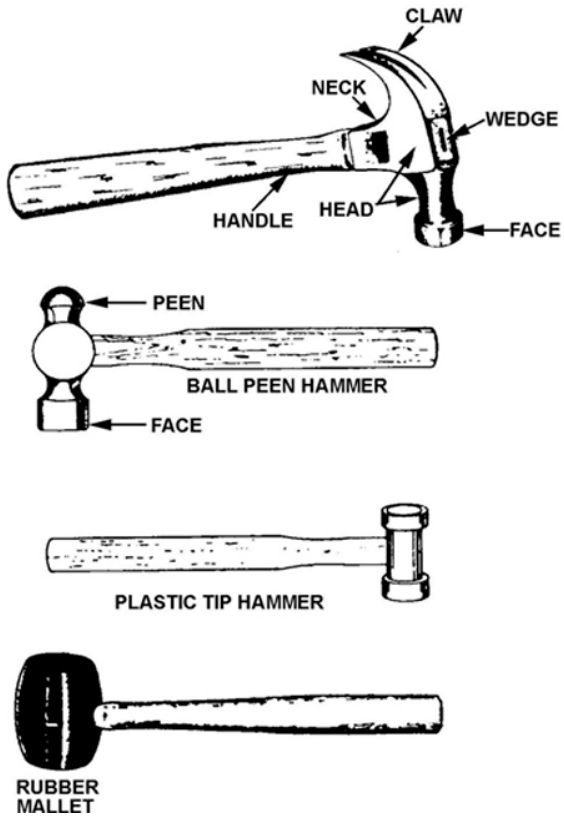

Figure 2–3. Types of hammers.
1. Hold the hammer near its end, with the hammer's face parallel to the work (fig. 2–4).